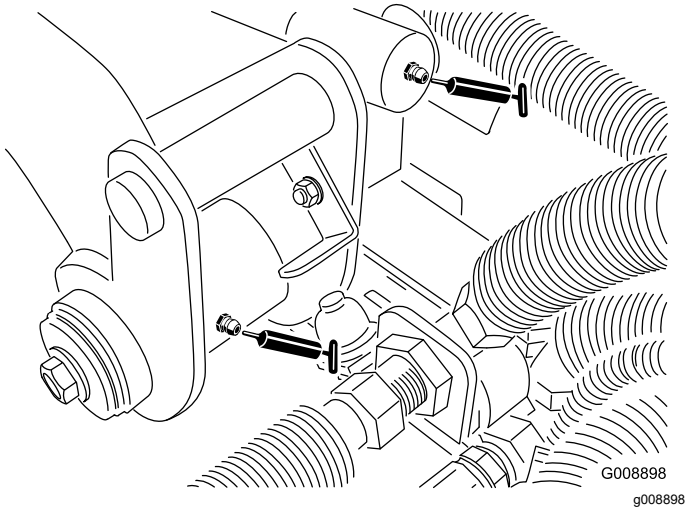

**Figur 64**
- Bakre lyftarmens svängpunkt och lyftcylinder (två nipplar – Figur 64)